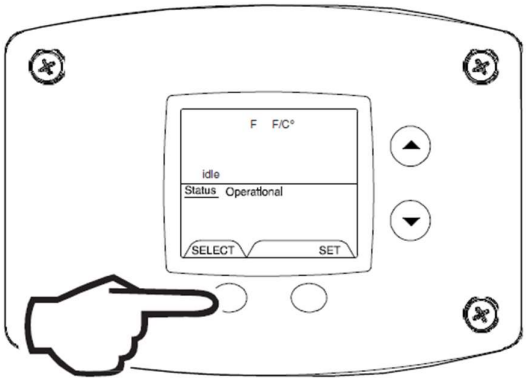

Fig. 42
5. °F/°C (Display/Change) (Fig. 42).